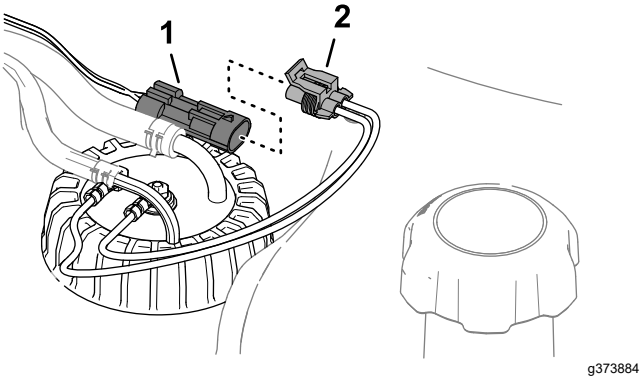

Рисунок 125
6. Подсоедините разъем жгута проводов датчика уровня топлива к разъему жгута проводов машины (Рисунок 125).